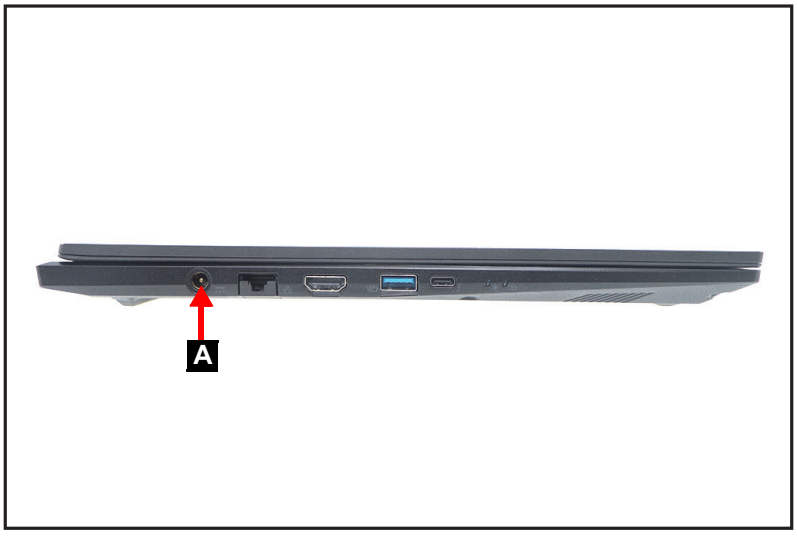

Figure 1-1. Adapter Outlet
2. Remove the power adapter from the DC-in jack (A) as shown in Figure 1-1.